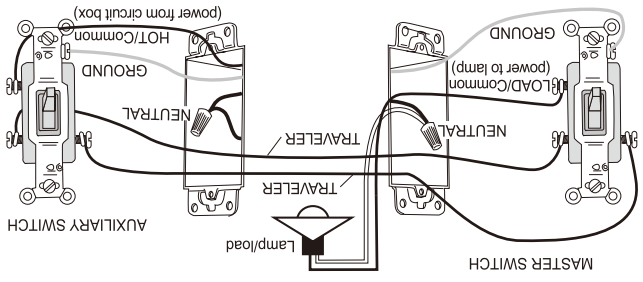

Figure 4: Typical 3-way switch wiring
- In a 3-way circuit (see Fig. 4), two traveler wires connect to both switches. Another wire provides power from the circuit box to one of the switches. A wire connects from one switch to the load. A ground wire may also be connected to a ground terminal on the old switches. A neutral wire should also be present in both wall boxes.